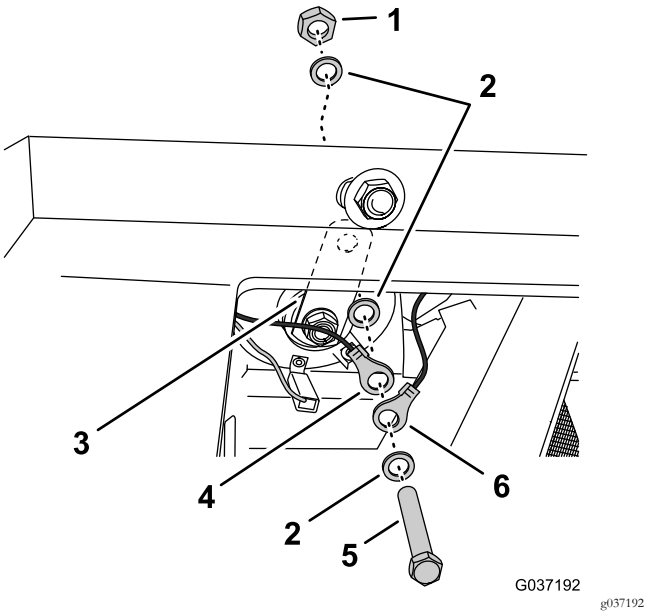

Figur 22
4. Fjern bolten, skivene og mutteren som holder fast maskinledningssatsens ringterminal og hornets brakett (Figur 22).